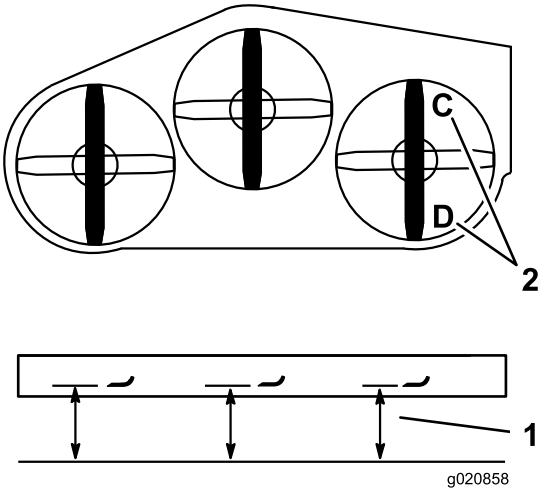

Figur 84
1. Plasser den høyre kniven på langs (Figur 84).
2. Mål den høyre kniven ved **C**-plasseringen, fra en jevn overflate til knivveggen på knivspissen, og noter denne målingen (Figur 84).
3. Mål den høyre kniven ved **C**-plasseringen, fra en jevn overflate til knivveggen på knivspissen, og noter denne målingen (Figur 84).
4. Kniven skal være 6–10 mm lavere ved plassering**C** enn ved plassering **D** (Figur 84). Dersom det ikke er korrekt, gå til følgende trinn.